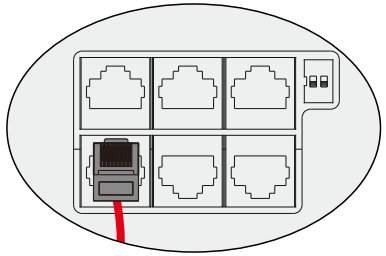

Figura 4.8-4 Interfaz Rj45
Paso 4. Conecte el terminal RJ45 en la posición correcta del inversor. Consulte la Figura 4.8-4